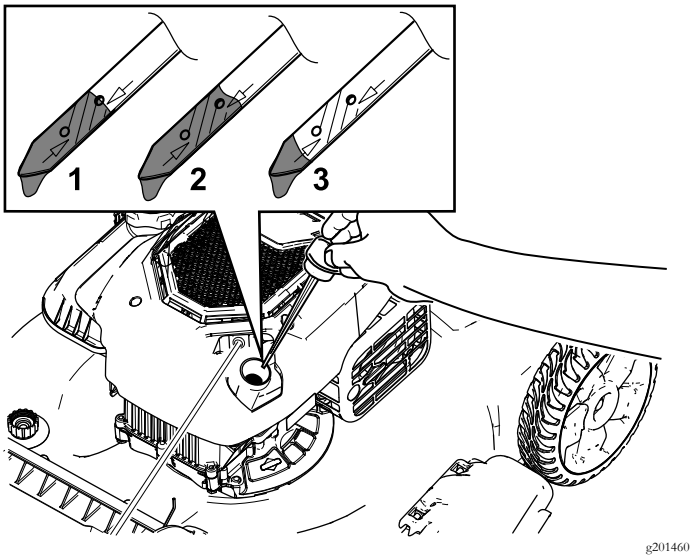

Figur 28
3. Lossa oljestickan genom att vrida locket moturs och dra stickan uppåt (Figur 28).
10. Läs av oljenivån på oljestickan (Figur 28).